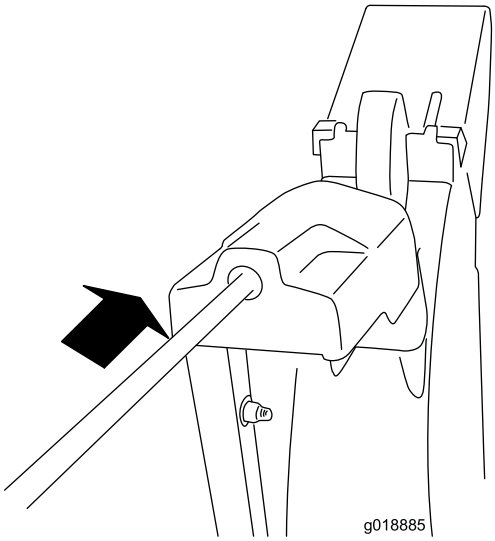

Figur 10
4. För in stångens främre ände i öppningen bakpå kåpan som sitter över kugghjulet på utkastaren tills den glider in i kugghjulet (Figur 10).